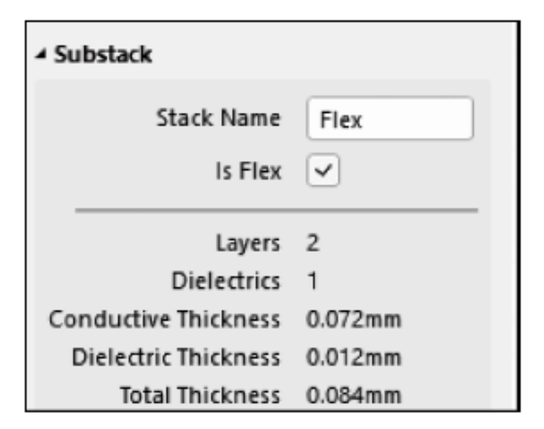

图 1-268　命名新的 Substack
(1) 按快捷键 D+K，打开层叠管理器，执行 Tools→Features→Rigid/Flex 命令，或单击管理器右上角的按钮 Features，启用 Rigid-Flex 选项。
(2) 其他控件将显示在层叠管理器的顶部，包括显示默认子堆栈名称的 Substack 选择下拉按钮 Board Layer Stack。若想添加新的 Substack，单击按钮 +，可在 Properties 面板中将 Substack 命名为 Flex，并在需要时勾选 Is Flex 复选框，即可添加柔性板的堆栈，如图 1-268 所示。